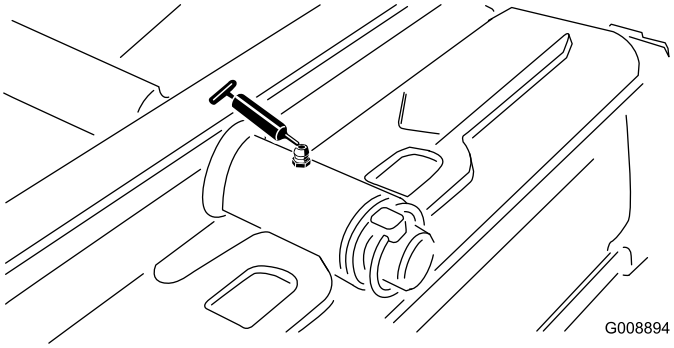

Figur 36
- Bageste klippeenheds drejetap (Figur 36)